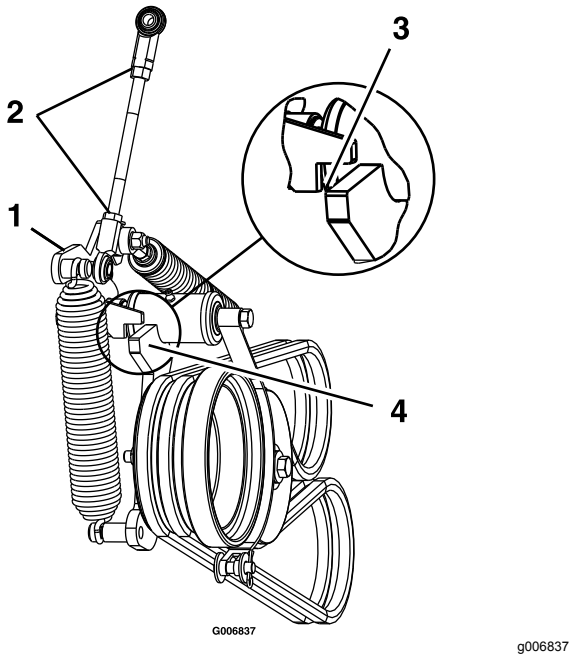

Figur 61
12. Lossa kontramuttrarna och justera kopplingen tills mellandrevsarmens ovankant är i linje med spännarmsskårans nederkant enligt Figur 61.